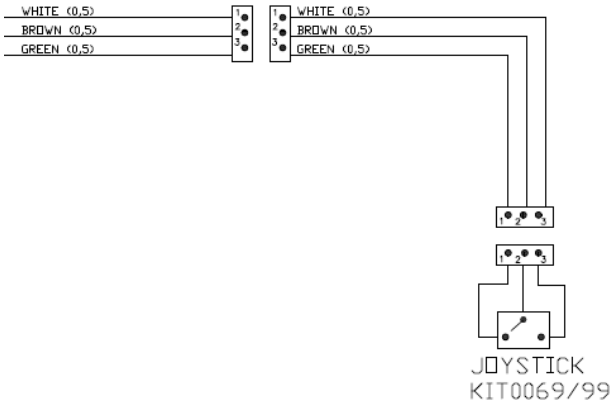

Fig. 16
- Effettuare i collegamenti elettrici come mostrato nello schema (Fig. 16).
- Connect the electrics as detailed in diagram (Fig. 16).